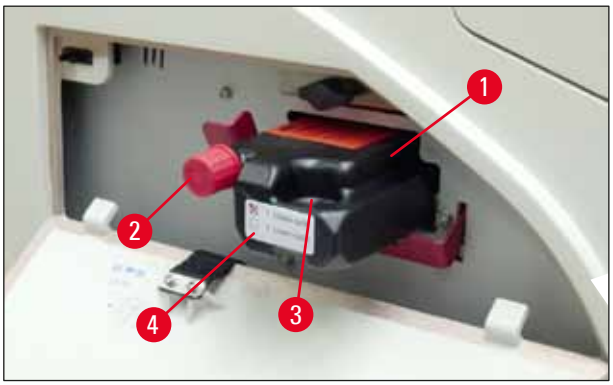

Fig. 57
3. Fjern beskyttelsesfolien, og isæt patronen, til den er ca. halvvejs inde i patronåbningen (→ "Fig. 57").